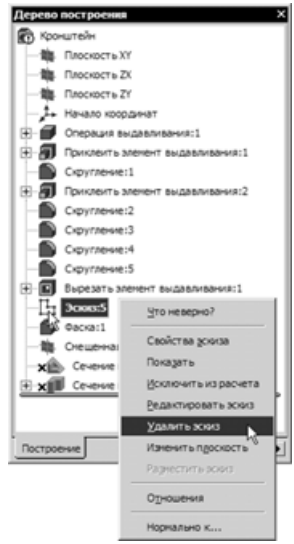

Рис. 4.51
- Найдите в дереве построения элемент **Эскиз:5** — на этом эскизе базировалась удаленная операция построения крепежных отверстий. Укажите курсором на эскиз, щелкните правой кнопкой мыши и выполните команду **Удалить эскиз** (рис. 4.51).